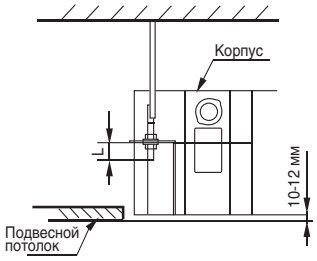

Рис. 2.2
- Расстояние между нижней поверхностюь корпуса блока и подвесным потолком должно быть 10-12 мм (рис. 2.2).